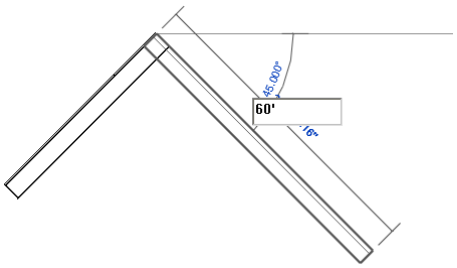

Figure 3-44 *Sketching the second inclined wall segment*
5. As the **Chain** check box is selected in the **Options Bar**, the second wall segment will start from the last specified point. Now, move the cursor downward toward the right and right-click to invoke the shortcut menu. Next, choose **Snap Overrides > Perpendicular** from the shortcut menu displayed; the perpendicular snap symbol appears at the end of the wall. Enter **60'(18288 mm)**, see Figure 3-44; a wall is created perpendicular to the first inclined wall.